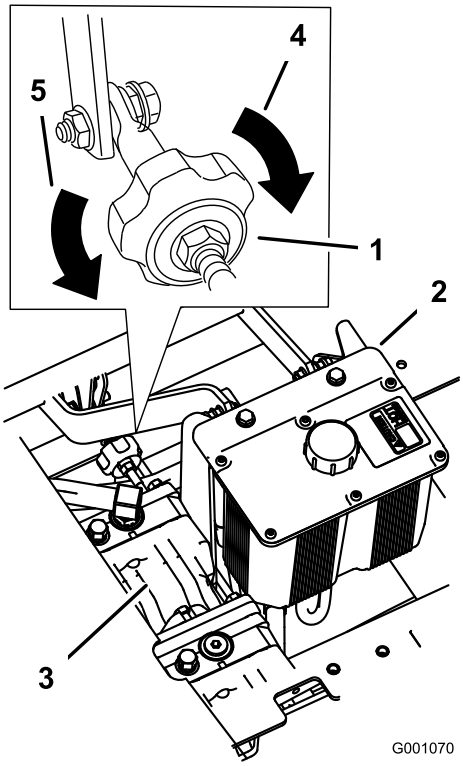

Rysunek 60
4. Aby maszyna skręcała w prawo, obróć pokrętło w kierunku prawej strony maszyny. Patrz Rysunek 60.
5. Aby maszyna skręcała w lewo, obróć pokrętło w kierunku lewej strony maszyny. Patrz Rysunek 60.